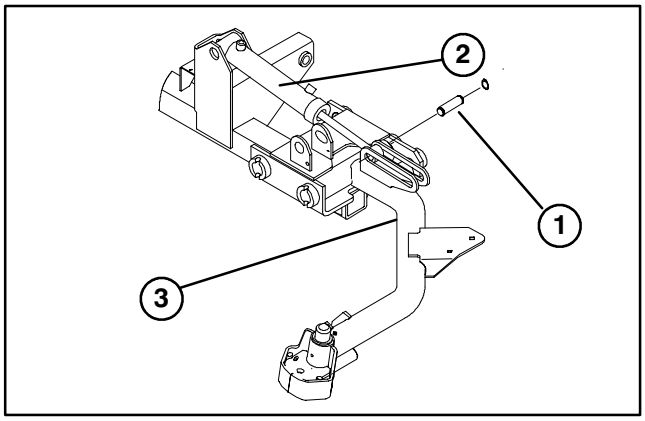

Figure 1
3. Remove snap rings and cylinder pin securing lift cylinder to left front lift arm (Fig.1). Retain snap rings for installation of new components.